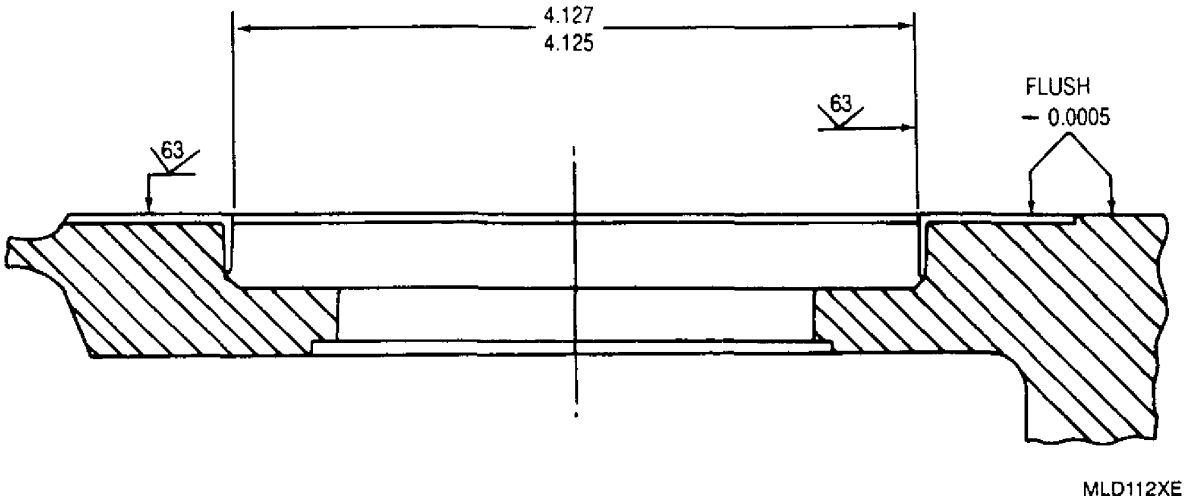

Figure 7. Hydraulic Pump Pad Machining Dimensions
e. Machine repair flange to dimensions shown (figure 7).